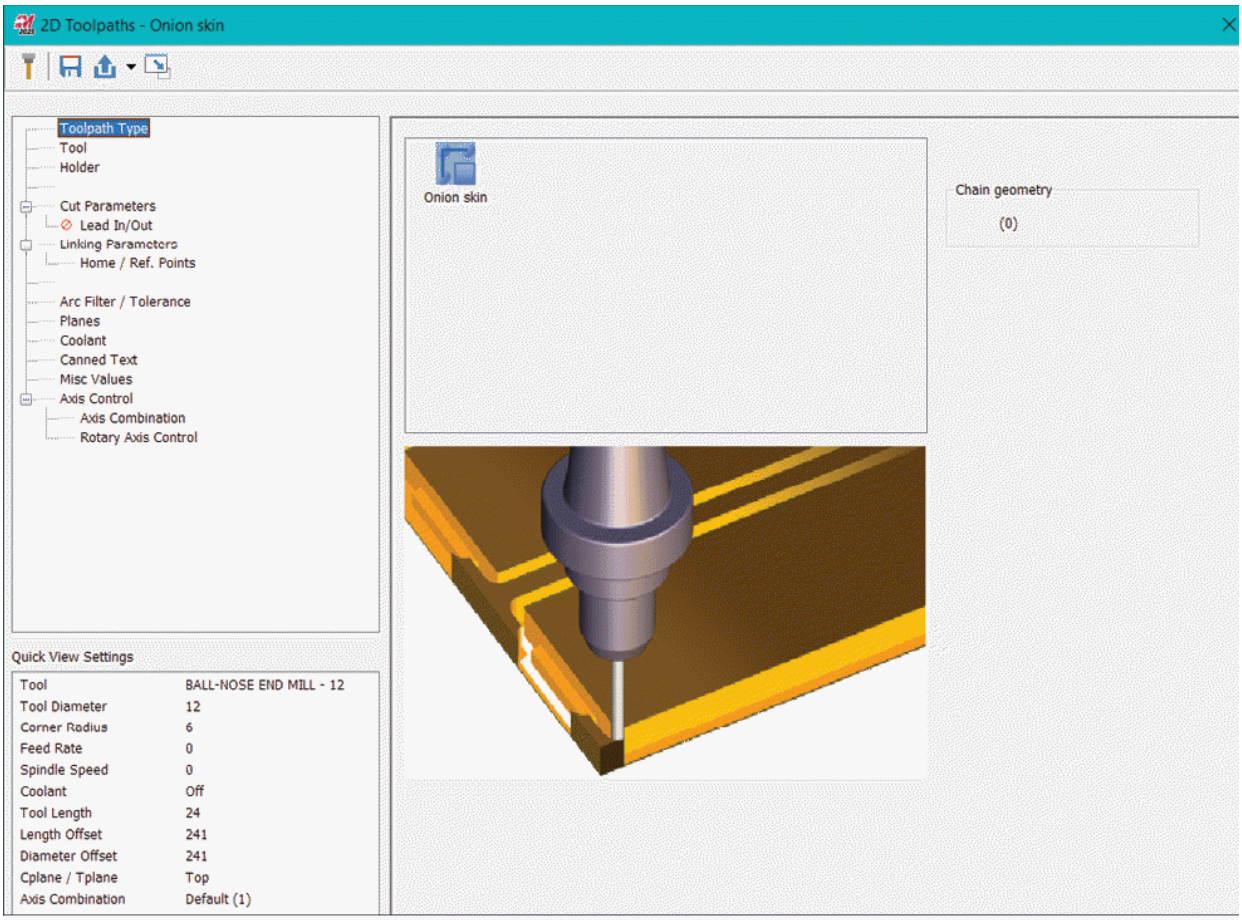

Figure-41. 2D Toolpaths-Onion skin dialog box
- Click on the **Advanced** button from the **Onion skin** area of dialog box to define advanced toolpath parameters for onion skin machining. The **2D Toolpaths - Onion skin** dialog box will be displayed; refer to Figure-41.